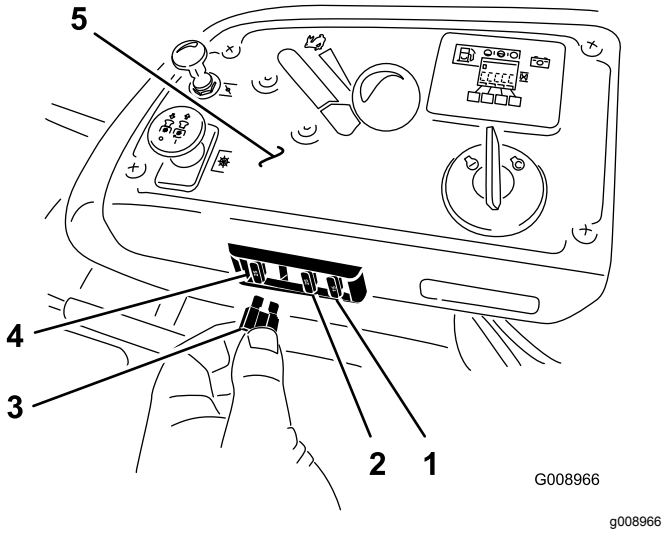

Figur 73
Sikringerne er placeret på konsollen til højre for sædet (Figur 73).
2. Isæt en ny sikring (Figur 73).